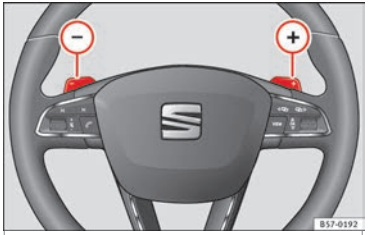

Fig. 184 Volante: palancas para cambio automático.
– Pulse la leva de cambio (+) para insertar una marcha superior »» **fig. 184**.